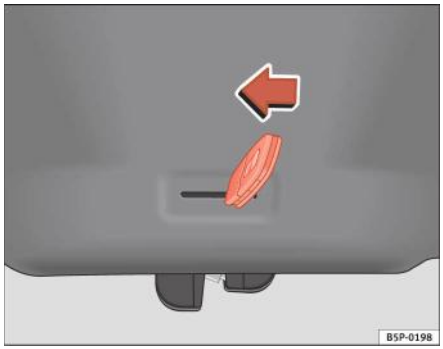

Fig. 66 Hayonul: deschidere de urgență
– Introduceți cheia în fantă şi descuiați sistemul de încuiere rotind cheia de la dreapta la stânga, conform săgeții ⇒ fig. 66. ■